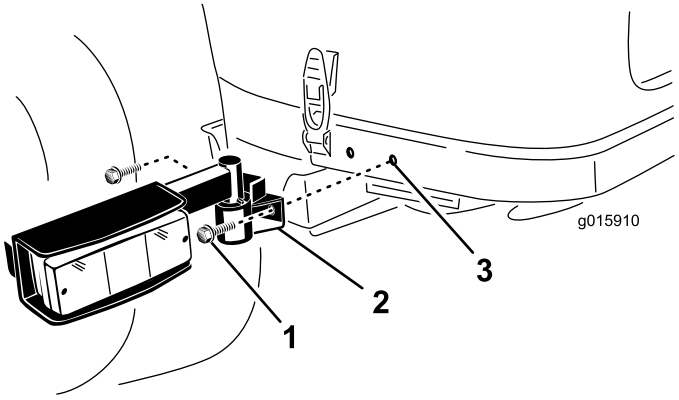

Figur 8
1. Bruk monteringshullene bak panserlåsene, fest en pæreenhet på hver side av bakrammen med (2) 3/8 x 3/4 tommes skivehodeskruer (Figur 8). Hvis monteringshullene ikke er i bakrammen, fortsett til neste trinn